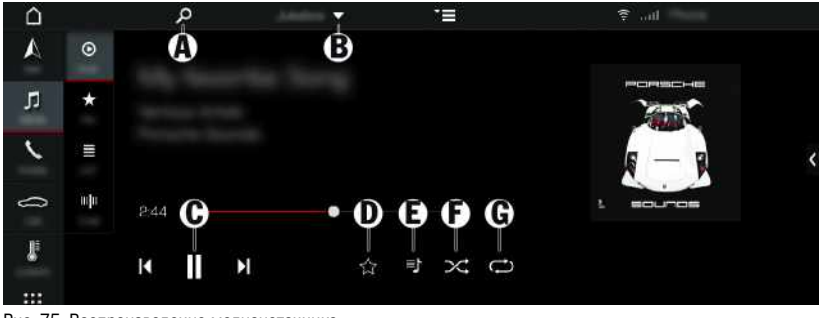

Рис. 75: Воспроизведение медиаисточника
– Активация воспроизведения в случайном порядке: (см. **F** (рис. 75))
– Повтор трека: (см. **G** (рис. 75))
– Просмотр текущего списка воспроизведения: (см. **E** (рис. 75))